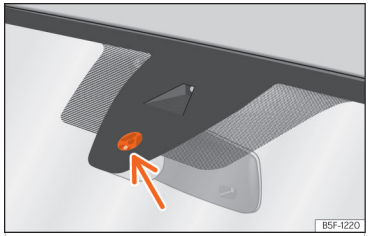

**Fig. 109** Sensitive surface of the rain sensor.
The possible causes of anomalies and erroneous interpretations *in the sensitive surface area* ››› Fig. 109 of the rain sensor are, among others:
- **Dirt**: dry dust, wax, coating on glass (Lotus effect) or traces of detergent (car wash) may reduce the effectiveness of the rain sensor or make it react more slowly, later or not at all. Regularly clean the sensitive surface of the rain sensor ››› Fig. 109 (arrow) and check for possible damage to the wiper blades.